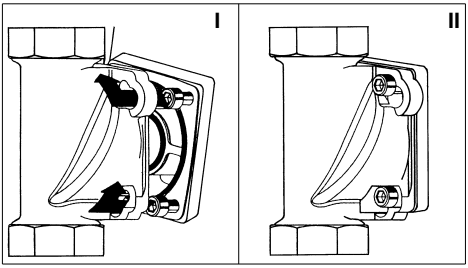

Abb. 3: Einbaudrehflansch mit Bajonett
– Die vier Flanschschrauben in die Bajonettbohrung am Einbaudrehflansch stecken (siehe Abb. 3 I).
– Den Filter im Uhrzeigersinn bis zum Anschlag drehen (siehe Abb. 3 II).